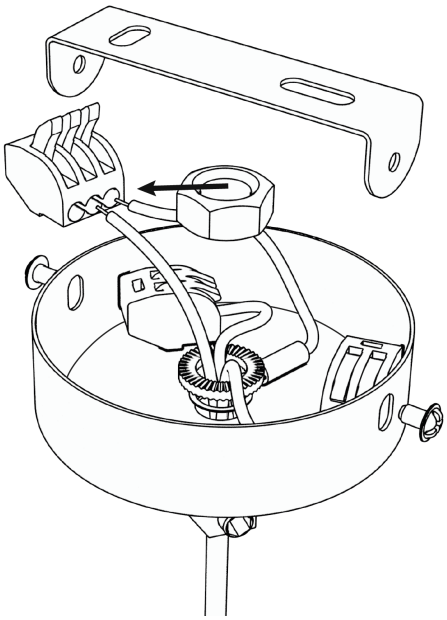

Рис.3
5. Подвести выведенный провод к питающей сети через потолочную чашу, предварительно заземлив ее Рис.3;